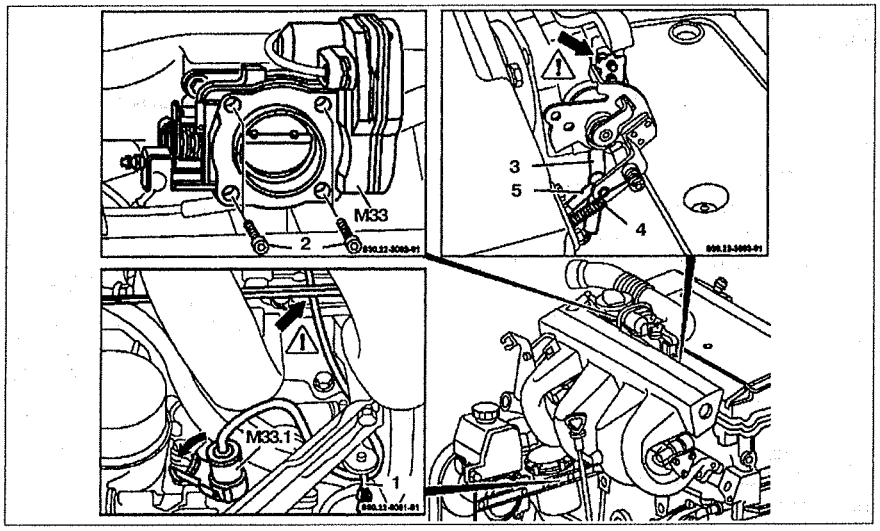

Рис. 2.125. Привод холостого хода:
3. Отсоедините разъем **М33.1**, сняв хомут **(стрелка)** (см.рис.2.125).